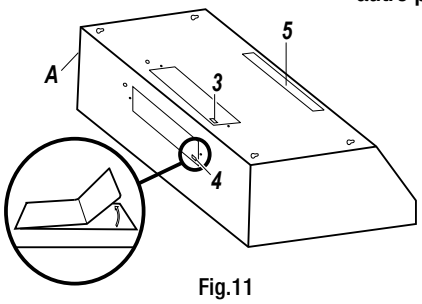

Fig.11
- Choisir le disque défonçable de ventilation à retirer selon votre type d'installation. Utiliser le trou supérieur (3) pour une installation de ventilation par le dessus et le trou arrière (4) pour une installation de ventilation par l'arrière.
- Retirer doucement le couvercle (3 ou 4) du trou de ventilation approprié en utilisant un tournevis à tête plate ou d'une pince à bec effilé (voir Fig.11). Faire très attention de ne pas laisser de morceaux à l'intérieur de la hotte (A).